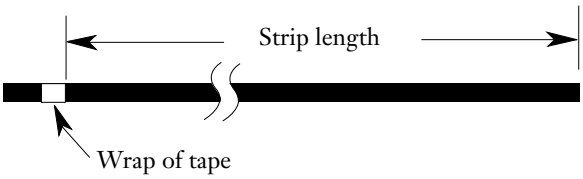

Figure 2
**4.2** Mark the cable at the appropriate distance from the cable end with a wrap of tape (Figure 2).